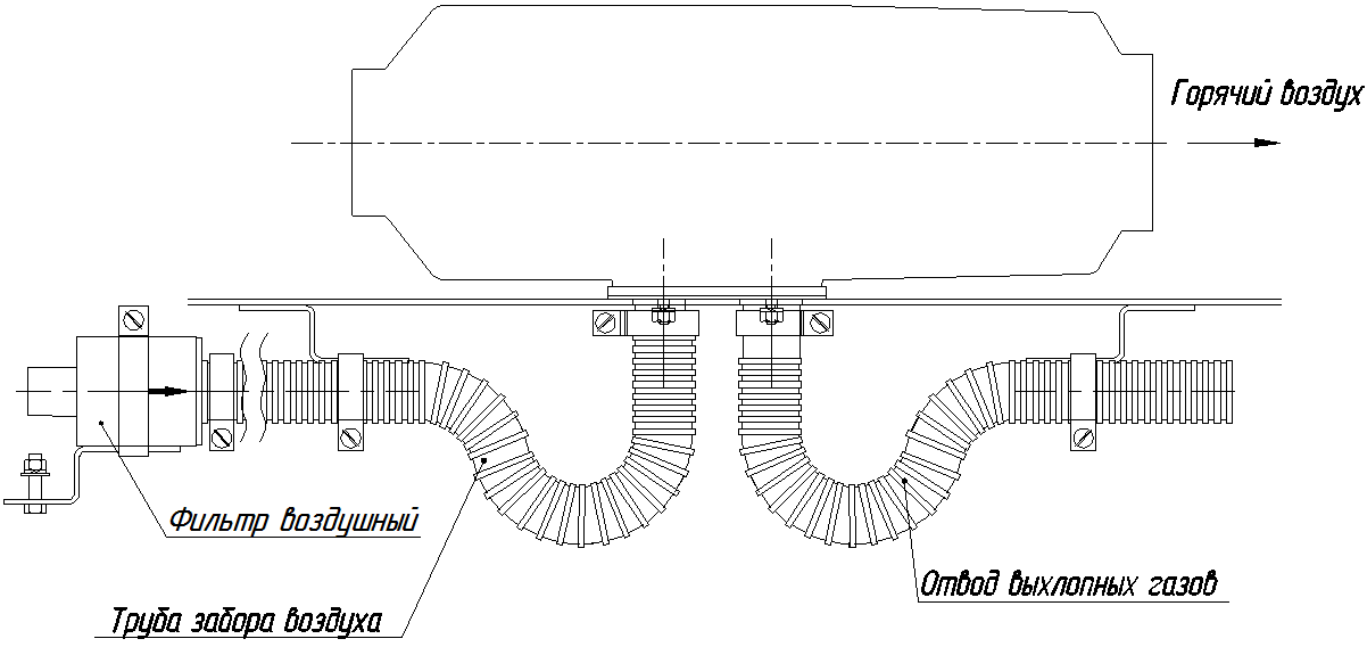

Рис.9 Монтаж заборной трубы и воздушного фильтра
5.2. Монтаж воздухозаборной трубы и воздушного фильтра (рис. 9)
Воздухозаборную трубу монтируют таким образом, чтобы исключить попадание снега и набегающего потока воздуха при движении автомобиля. Крепление воздухозаборной трубы производят с помощью червячных хомутов и кронштейнов. Количество крепежных точек определяется при монтаже. Наиболее распространенный вариант монтажа заборной и выхлопной трубы показан на рис.9 и 9а.
5.3. Монтаж выхлопной трубы и искрогасителя (рис. 9а).
Рис. 9а Монтаж выхлопной трубы и искрогасителя